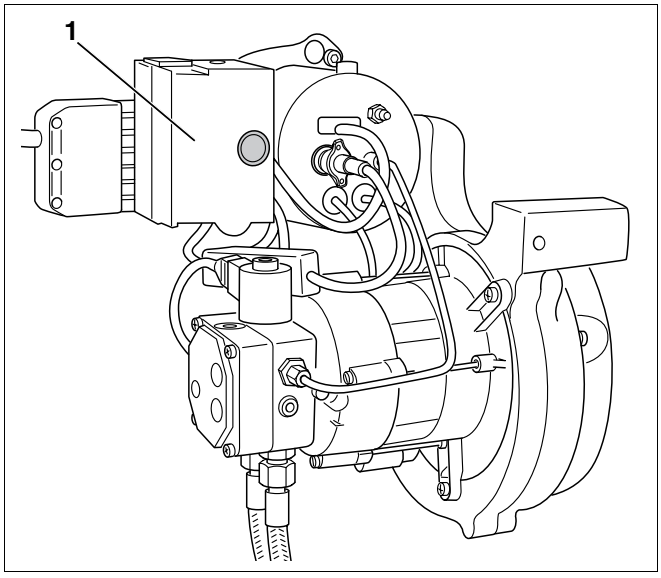

Fig. 60 Dispositivo di combustione gasolio LMO o LOA 44
Per l'impiego del bruciatore in un generatore d'aria calda si deve sostituire il dispositivo di combustione LMO con quello LOA 44 (fig. 60, **pos. 1**).